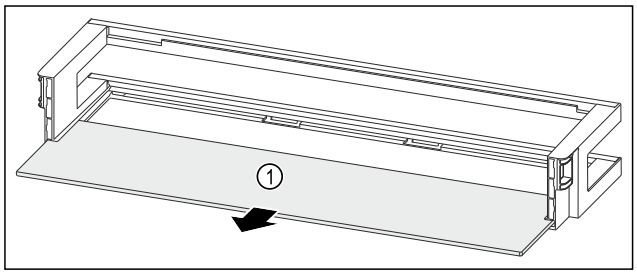

Fig. 197 Door rack with shelf
- ▶ Remove the shelf *Fig. 197 (1)*.